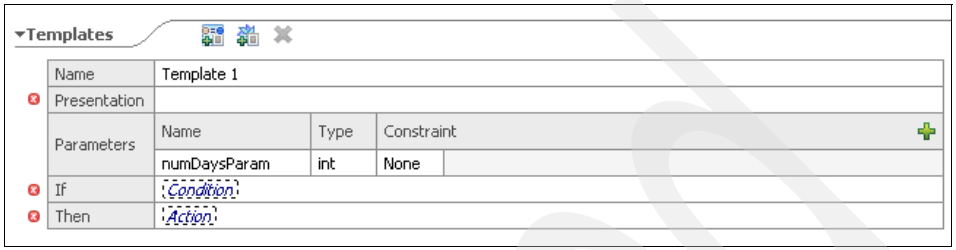

Figure 10-50 Adding a parameter
c. For Type, select **int** as displayed in Figure 10-50.